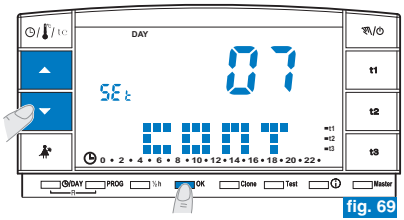
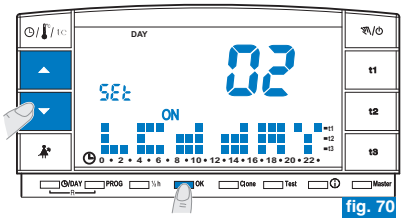
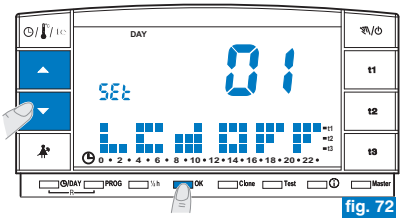

fig. 69
fig. 70
fig. 72
- Modificar el valor de contraste seleccionado utilizando las teclas ▲▼ ; a cada impulso se corresponde una variación de 1 punto (ejemplo fig. 69).
- Desde la pantalla de visualización del contraste de la pantalla (ejemplo fig. 69) pulsar las teclas ▲▼ para visualizar el nivel "**02**" **LCd dAY** (ejemplo fig. 70).
- Desde la pantalla de visualización del contraste de la pantalla (ejemplo fig. 69) pulsar las teclas ▲▼ para visualizar el nivel "**01**" **LCd OFF** (ejemplo fig. 72).